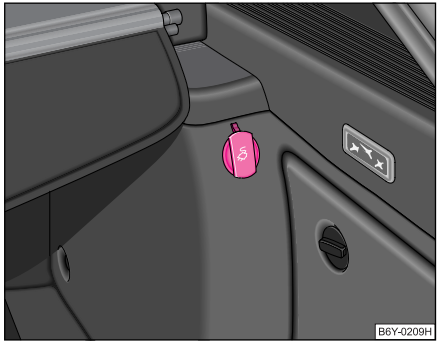

Fig. 72 Portbagajul: Priza
– Deschideți capacul prizei ⇒ fig. 72.